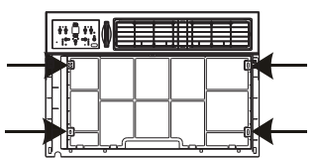

Fig.2
3. Localisez les quatre vis avant et retirez-les. Ces vis seront nécessaires pour réinstaller le panneau avant (voir Fig.2).